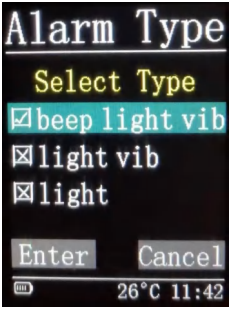

fig 34
b) The alarm type are optional of light, sound and vibration,as Fig.34